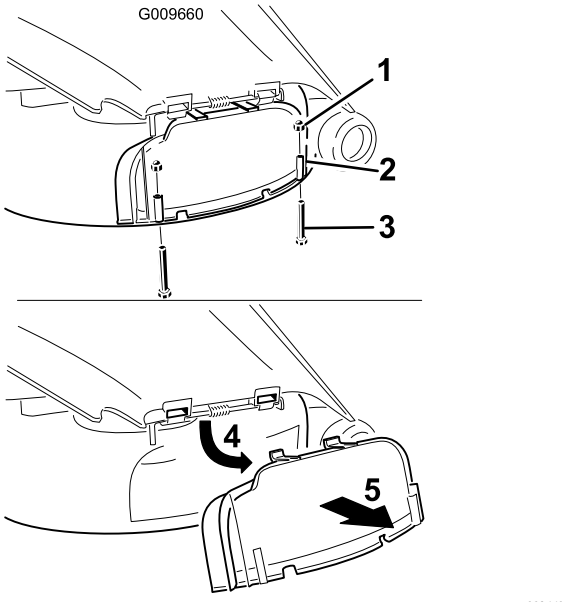

Figur 13
3. Ta bort de två skruvarna och muttrarna som håller fast utkastarluckan på klipparen (Figur 13).